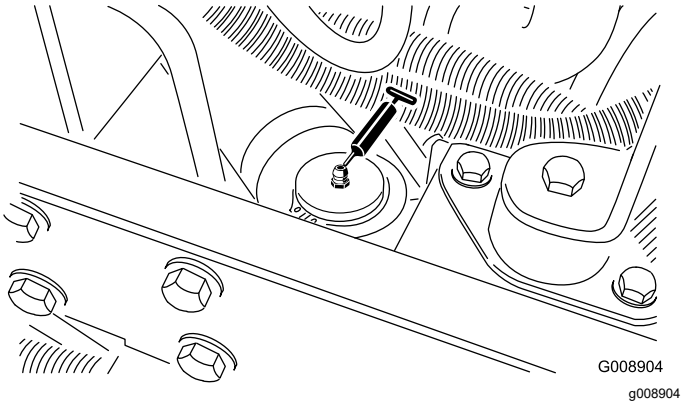

Rysunek 66
- Siłownik wspomagania kierownicy (Rysunek 66).